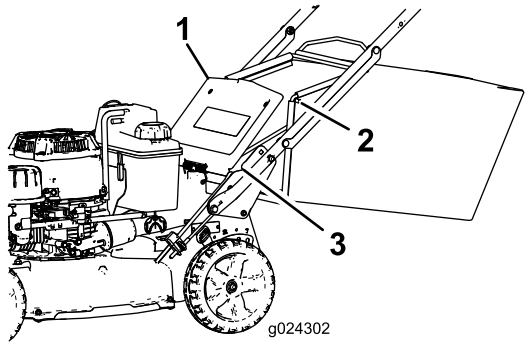

Figur 20
2. Höj och håll upp den bakre luckan (Figur 20).
4. Montera uppsamlarstångändarna i skårorna längst ned på handtaget och gunga uppsamlaren fram och tillbaka för att se till att stångändarna sitter längst ned i de två skårorna (Figur 20).
3. Ta bort gräsuppsamlarens stång från skårorna längst ned på handtaget (Figur 20).